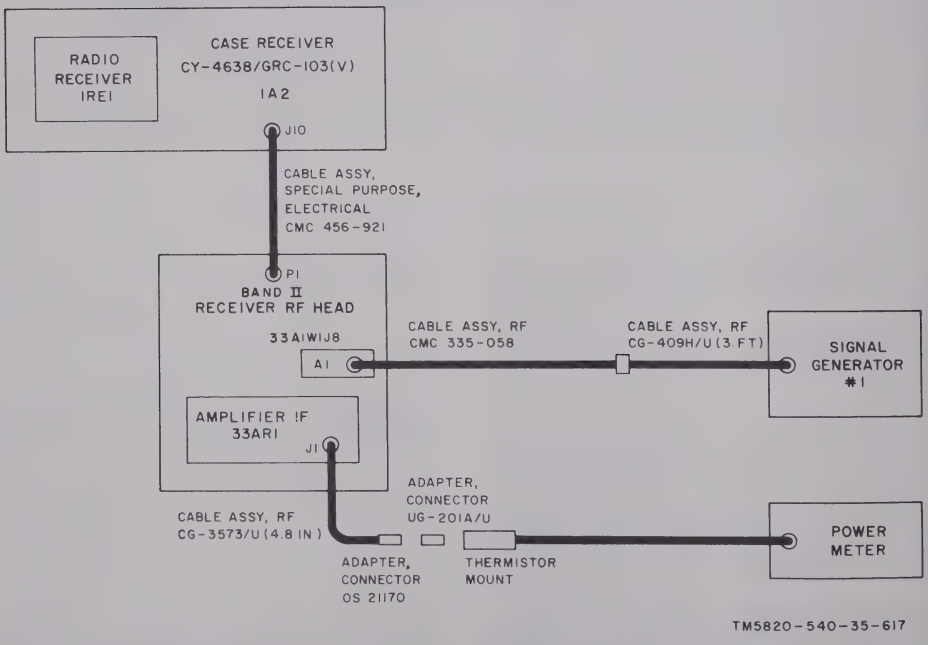

Figure 3-58. Intermediate frequency amplifier 33AR1 operational check, test setup.
(3) Connect the test equipment as shown in figure 3-58.
(4) Set the frequency of signal generator No. 1 to 30 MHz at an output level of —55 dbm.
(5) Set the receiver AC POWER switch to ON. The power meter should indicate between —20 dbm and —5 dbm.
(6) Set the receiver AC POWER switch to OFF. If the indication obtained in (5) above is outside the specified limits, replace intermediate frequency amplifier 33AR1. Refer to paragraph 3-96 for replacement procedures.